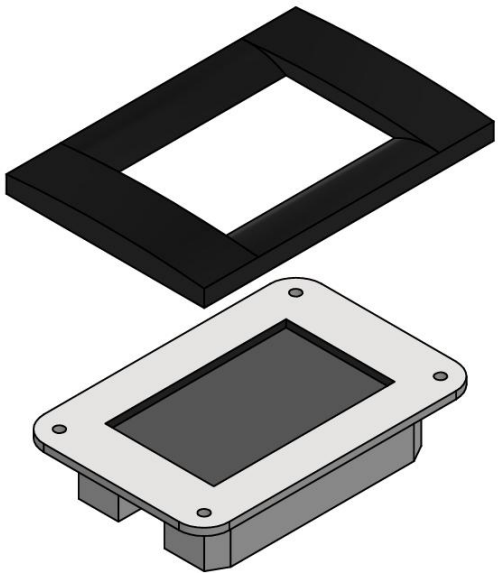

Рисунок 4 – Пульт управления «вариант 1»
2. Снимите верхнюю панель пульта с защелок (рисунок 4).